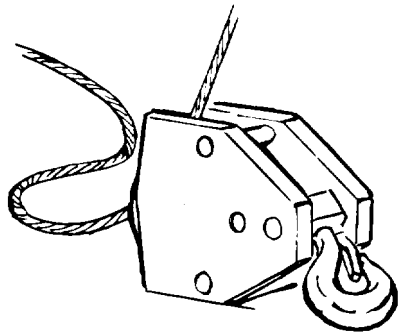
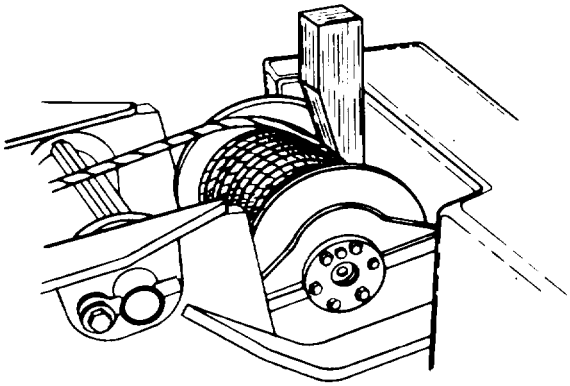

Figure 5-5. *Hook Block*
Figure 5-6. *Wedge Block in Winch Drum*
8. Lower hook block to ground, positioning it on its side (Figure 5-5). Maintain tension on cable and continue to pay out 3 ft (914 mm) of cable. Insert wedge block between winch cable and winch brace at counterweight side (Figure 5-6).